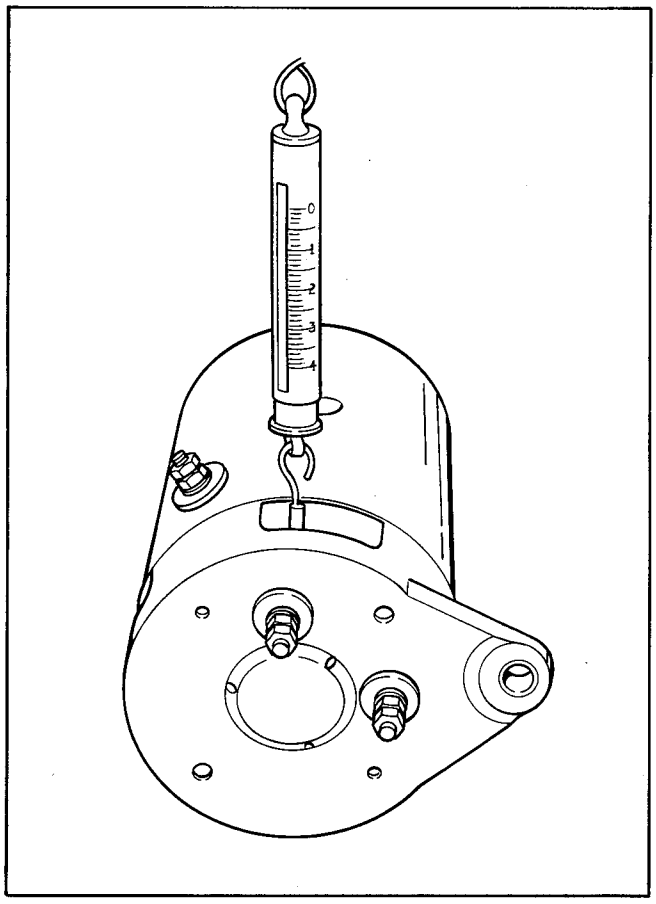

Figure 95 – Test Brush Spring Tension
b. Test brush spring tension. Use a scale, Figure 95, to test spring tension. Reject springs which apply a force less than 28 ± 4 oz. (680.4 grams).